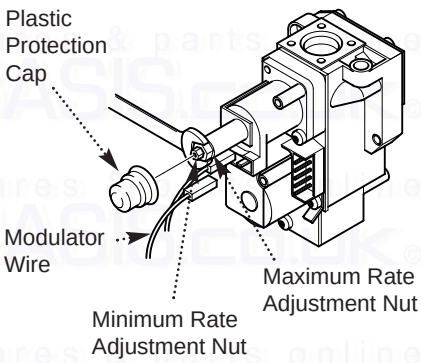

Fig. 34
**Adjusting the Pressure** (Fig 34)